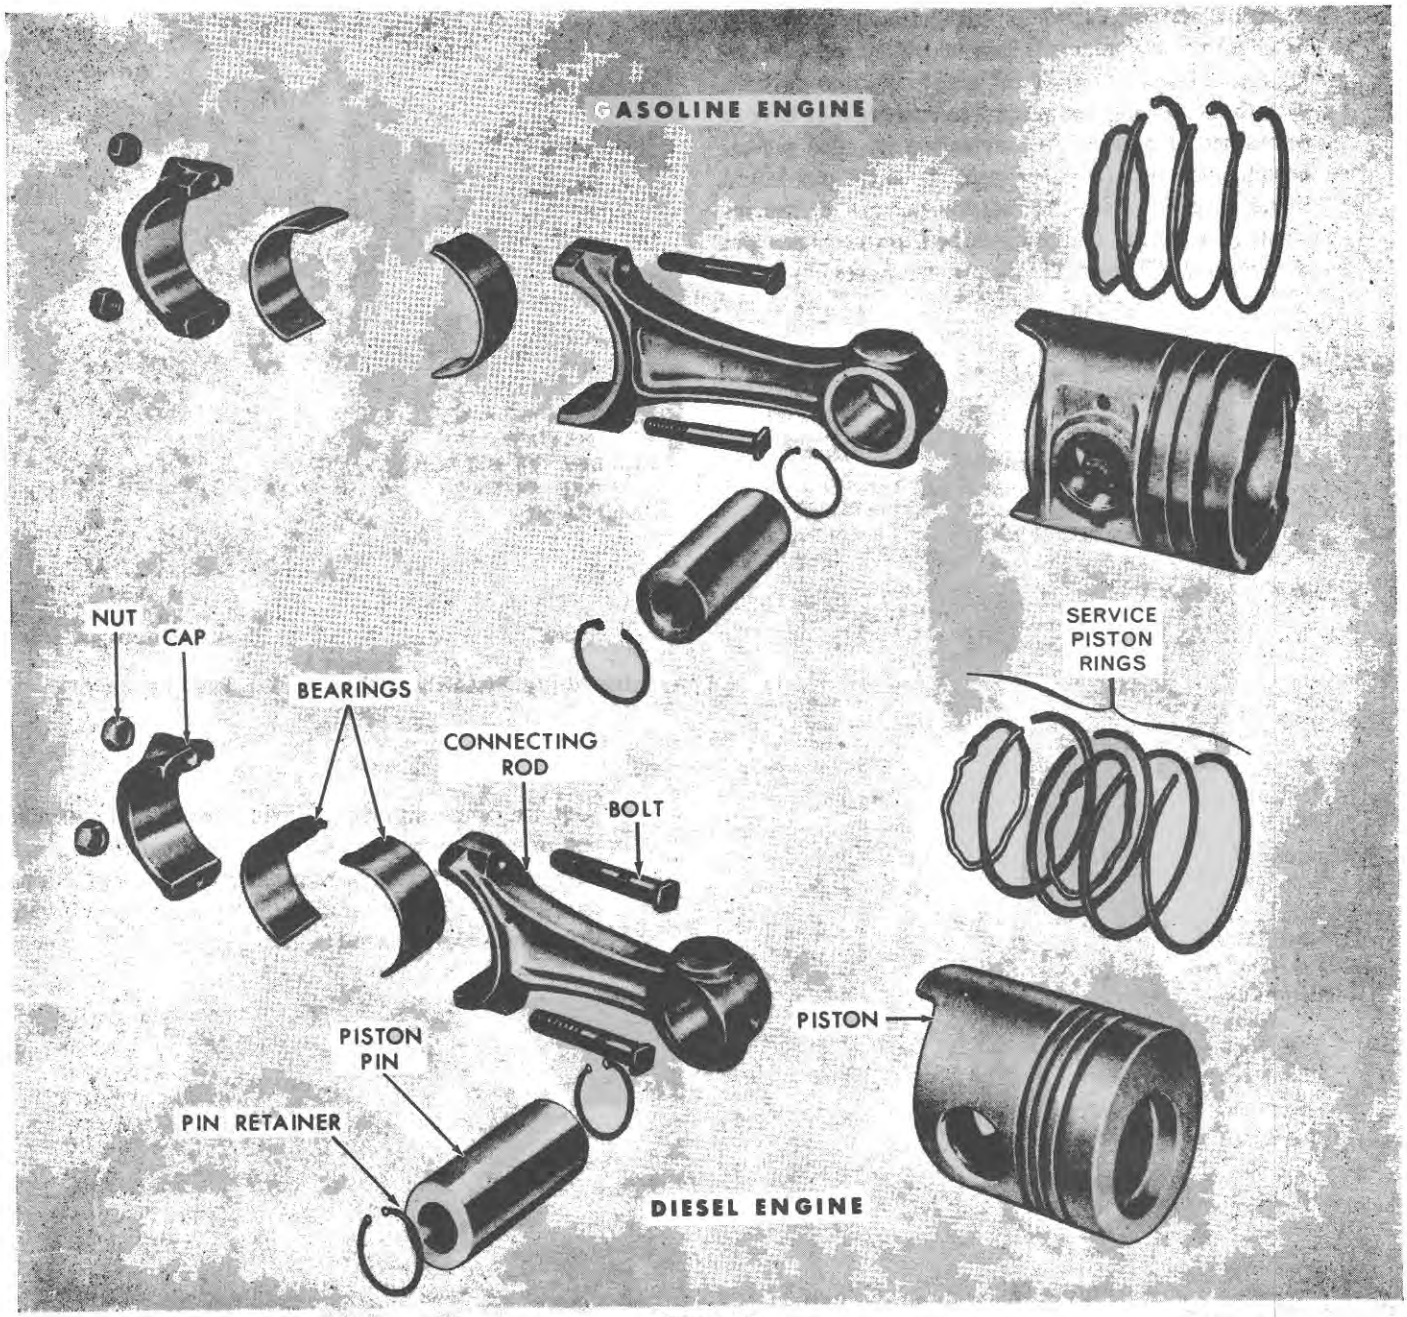

Figure 55
1. Lubricate all parts generously with engine oil during assembly. All parts of the piston and connecting rod assembly are shown in Figure 55, for both the LP and gasoline and diesel engines. Use the illustration for reference during assembly.